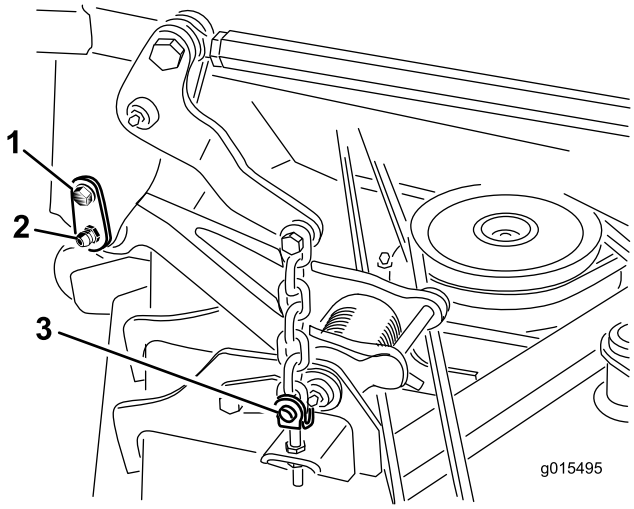

Figur 1
- Ta bort ansatsskruven som fäster låspinnen vid den främre bärramen (Figur 1).
8. Ta bort de fyra ringbultarna och sprintbultarna som fäster däckets lyftkedjor på justeringsgaffelfästena på klippdäcket (Figur 1).